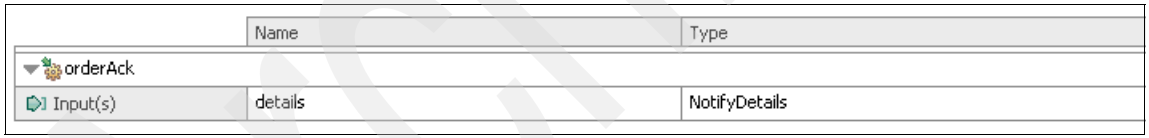

Figure 10-78 The Notify_I interface
b. Use the one-way operation shown in Figure 10-78.